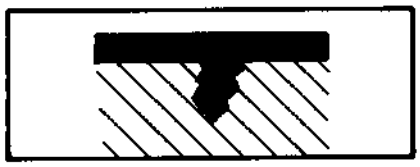

Fig. 2
- Apply fluid by spraying gun, hair brush or by dipping part into the directionsfor use (Fig. 2).